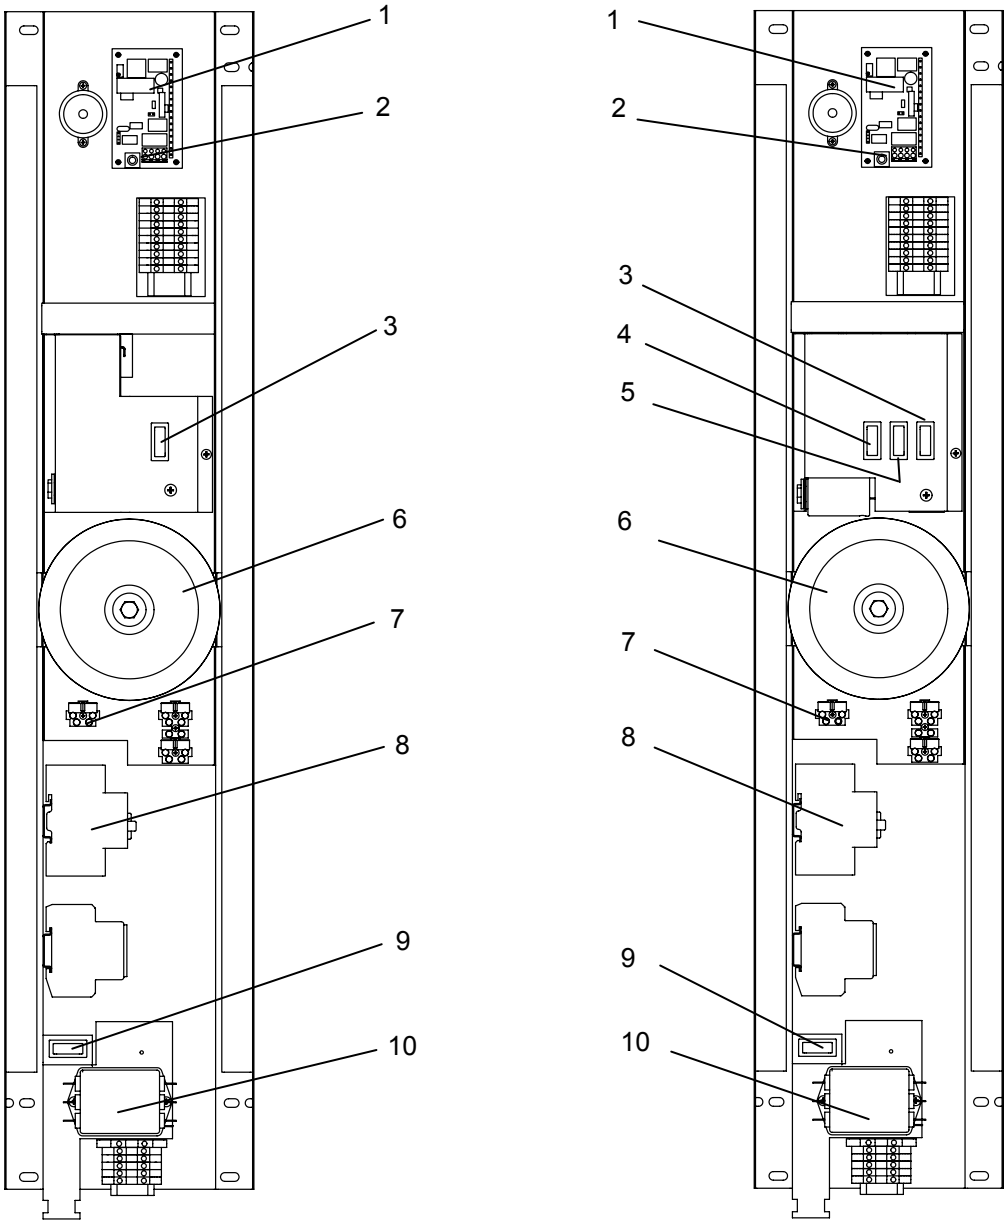

Bild 15 Apparatskåp, övre del
På laddlarmkortet finns en resetknapp placerad. Denna knapp trycks in för att återställa eventuella larm (den potentialfria kontakten) efter att nödsignalen varit påverkad mer än 10 sekunder. se Bild 15 pos. 2.